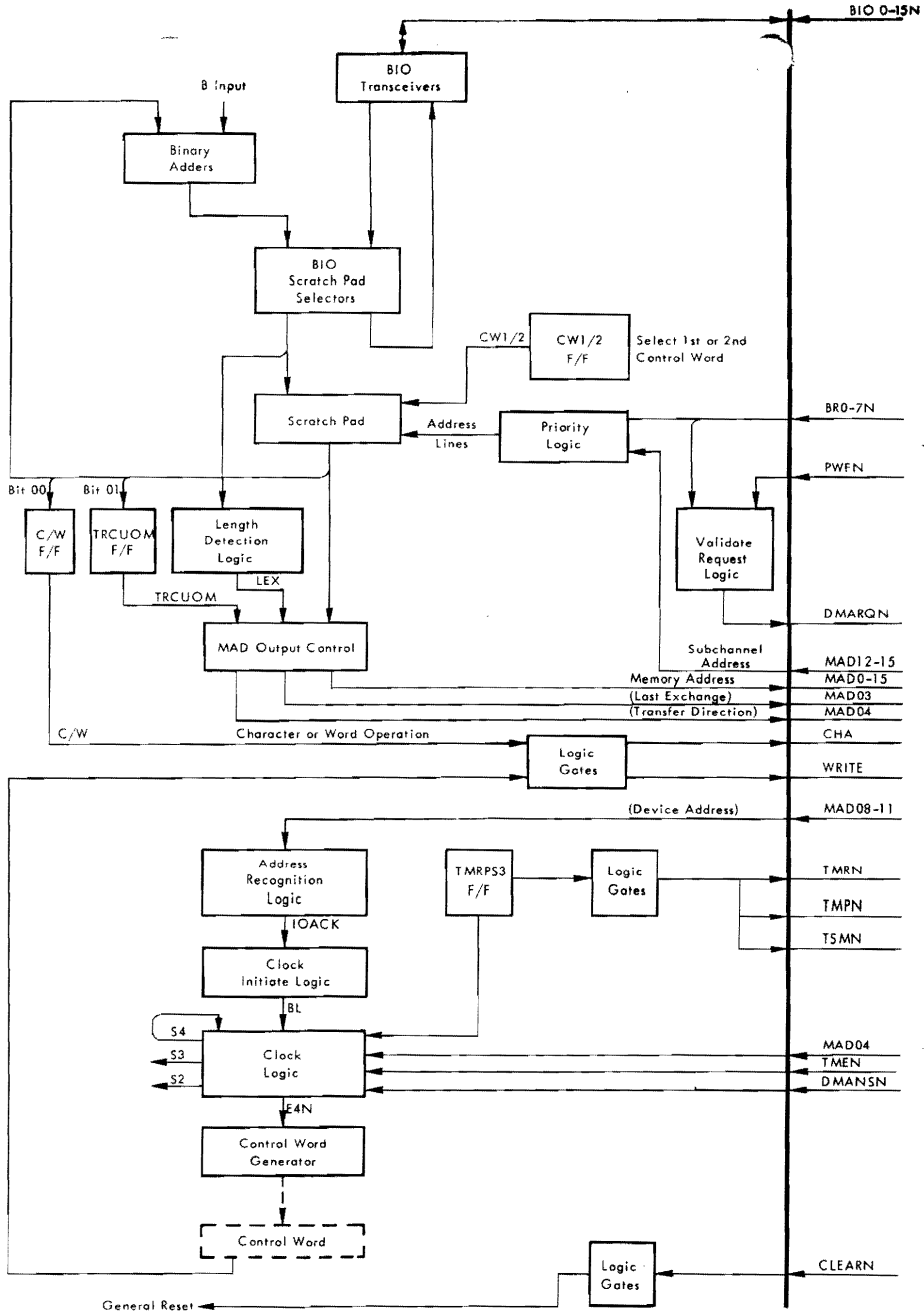

Figure 1-1 Relationship of Major Logic Units and Interface Signals
1.2 INTERFACE SIGNALS (Figure 1-1)
1.3 MAJOR UNITS OF IOP (Figure 1-1 and 1-7)